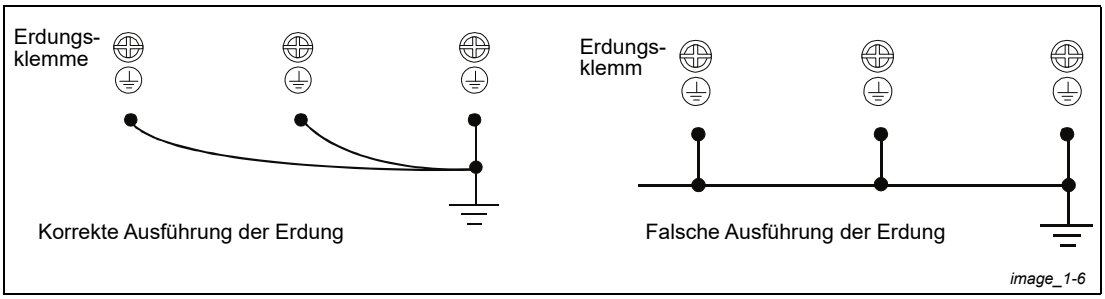

Abb. 1-6: Erdung von mehreren Frequenzumrichtern
- Beim Anschluss mehrerer Frequenzumrichter darf der Anschluss der Schutzleiter nicht in Serie erfolgen, sondern jeder Frequenzumrichter muss einzeln geerdet werden (siehe Abb. 1-6).